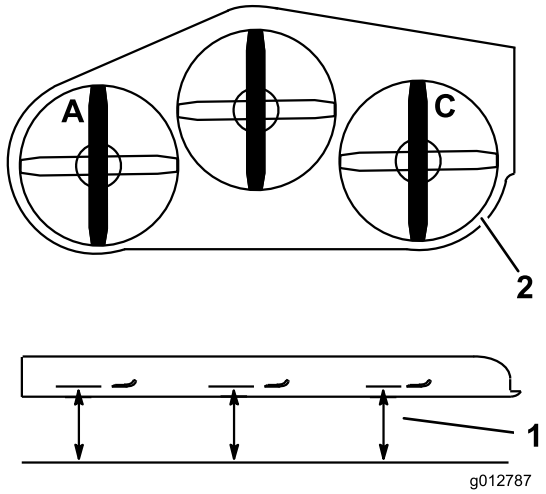

Figur 84
1. Ställ in den vänstra knivens främre–bakre lutning (Figur 84).
2. Mät den vänstra kniven vid punkt **A**, från en plan yta till knivens egg, och skriv upp måttet (Figur 84).
3. Ställ in den högra knivens främre–bakre lutning (Figur 84).
4. Mät den högra kniven vid punkt **C**, från en plan yta till knivens egg, och skriv upp måttet (Figur 84).
2. Ställ in den vänstra knivens främre–bakre lutning (Figur 84).
3. Mät den vänstra kniven vid punkt **A**, från en plan yta till knivens egg, och skriv upp måttet (Figur 84).
4. Ställ in den högra knivens främre–bakre lutning (Figur 84).
5. Mät den högra kniven vid punkt **C**, från en plan yta till knivens egg, och skriv upp måttet (Figur 84).